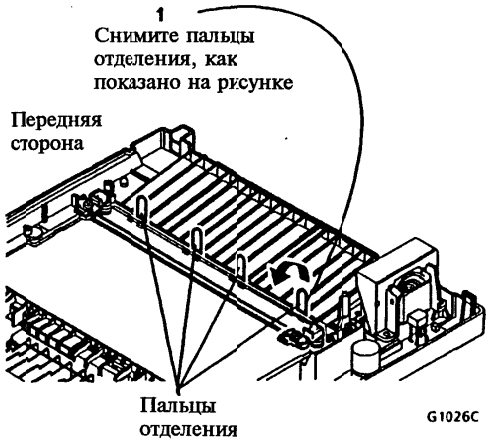

Рисунок 2. Снятие пальцев отделения
3. (Рисунок 2): Снимите пальцы отделения.